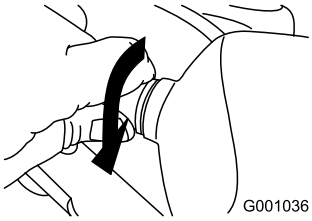

**Figur 61**
5. Vrid lampsockeln medsols tills den är ordentligt åtdragen (Figur 61).